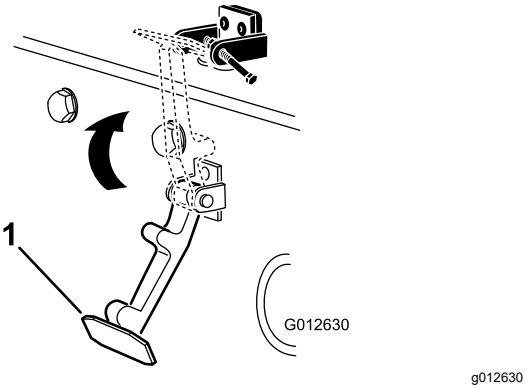

Figur 8
7. Kroka fast spärren på motorhuvslåsfästet (Figur 8).